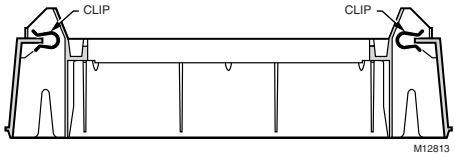

**Fig. 4. Position securing clips.**
7. Position the securing clips as shown in Fig. 4.